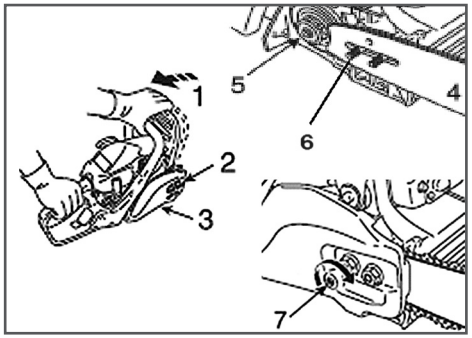

Рис. 2 Установка шины
1. Перед установкой шины и цепи убедитесь в том, что тормоз цепи находится в расторможенном положении. Для этого рукоятку тормоза 1 (Рис.2) потяните на себя до щелчка.
2. Открутите гайки 2 и снимите крышку шины 3 (Рис. 2).
3. Установите шину 4 пазом на шпильки крепления шины 6 и передвиньте ее в сторону муфты сцепления 5 для облегчения установки цепи (Рис. 2).
5. Вращая винт натяжителя цепи 7 (Рис. 2) против часовой стрелки, установите палец натяжителя в крайнее левое положение. Установите на место крышку шины 3 (Рис. 2).
8. Отрегулируйте натяжение цепи (см. раздел «Регулировка натяжения цепи) вращая винт натяжителя цепи 7 (Рис. 2) по часовой стрелке.